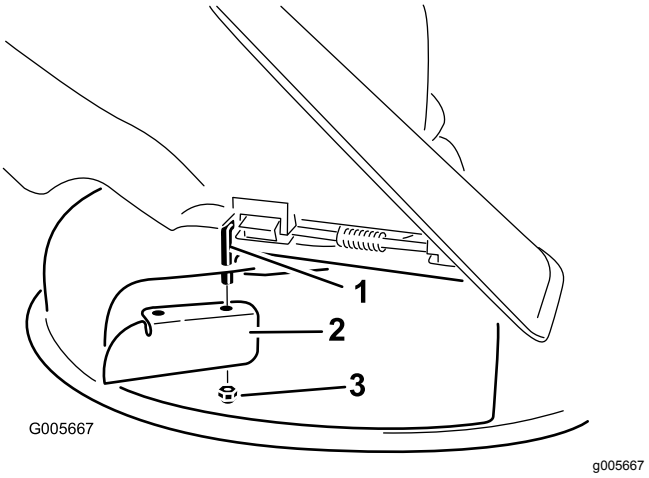

**Figur 24**
7. Monter græsafskærmningen på den frilagte drejestang (Figur 24).
3. Afmonter græsafskærmningen fra plæneklipperskjoldet (Figur 24).